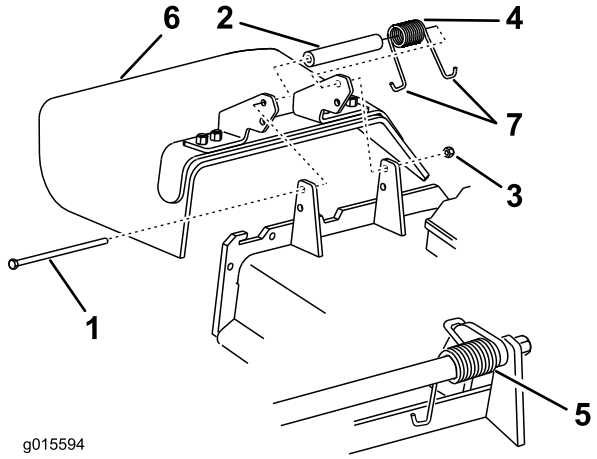

Figur 98
1. Fjern låsemutteren, bolten, fjæren og avstandsstykket som holder avlederen festet til svingbrakettene (Figur 98). Fjern den skadde eller slitte gressavlederen.
Merk: Påse at én **J**-enden av fjæren er montert bak enhetskanten før du monterer bolten som vist i Figur 98.
3. Monter bolt og mutter. Plasser én **J**-krokenden av fjæren rundt gressavlederen (Figur 98).